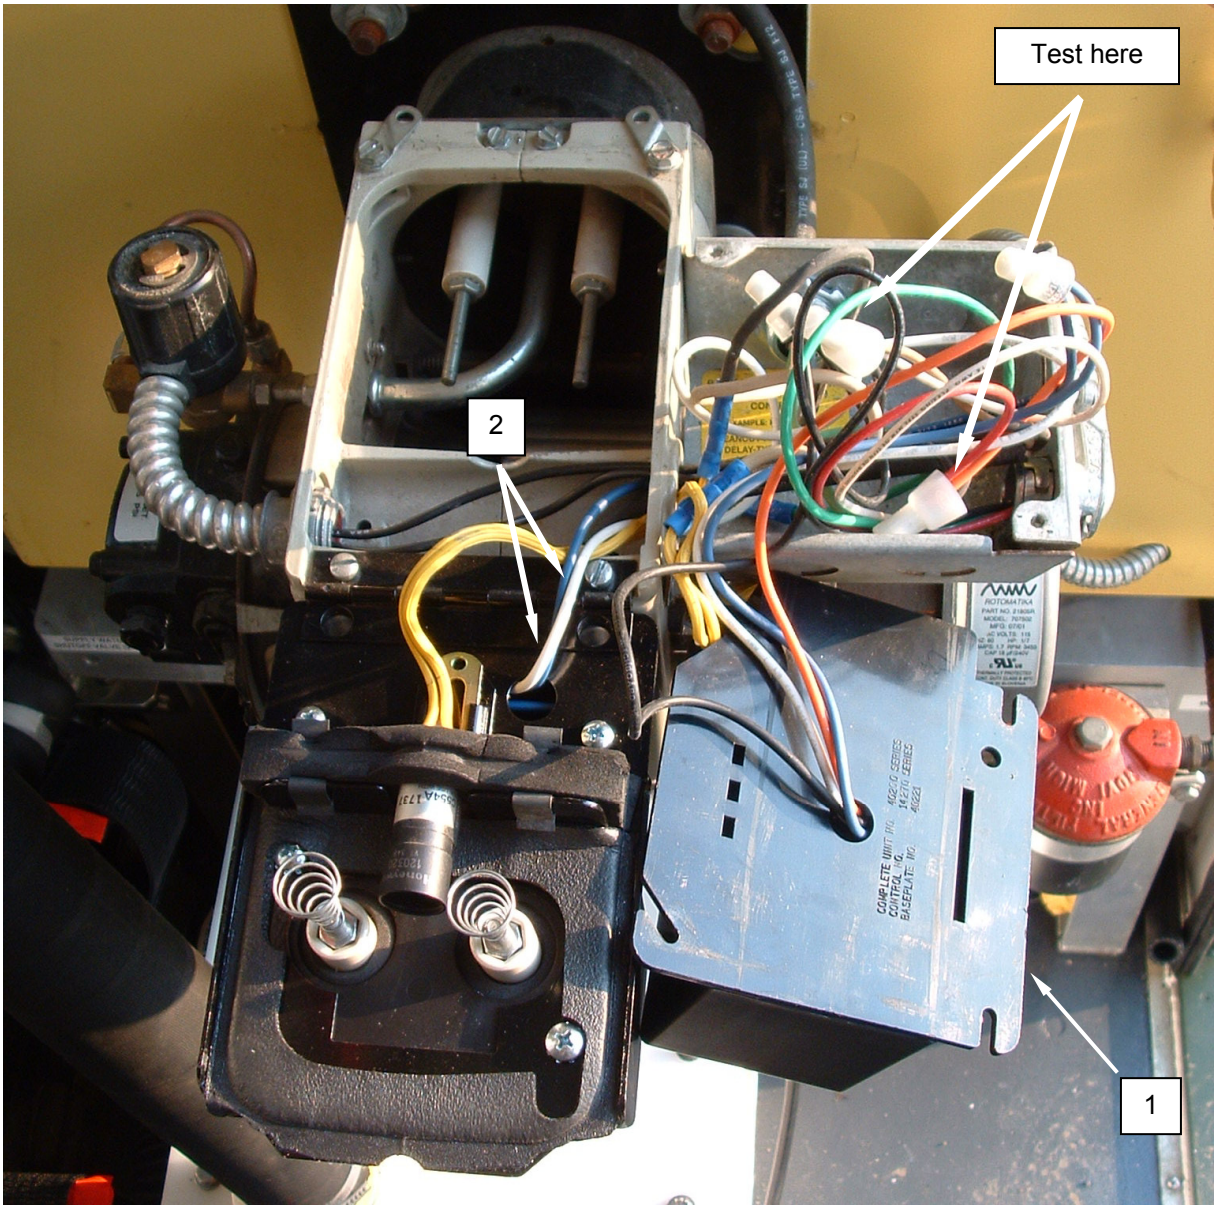

Figure 1. Test the Burner Motor.
2. Remove screw retaining burner primary control **(Figure 1, Item 1)**, and remove burner primary control.
3. Tag and disconnect motor wiring at connections **(Figure 1, Item 2)**.
4. Use an ohmmeter to check for 4 to 6 ohms resistance between motor leads at connections **(Figure 1, Item 2)**.
8. Install burner primary control **(Figure 1, Item 1)**, and retain with screw.